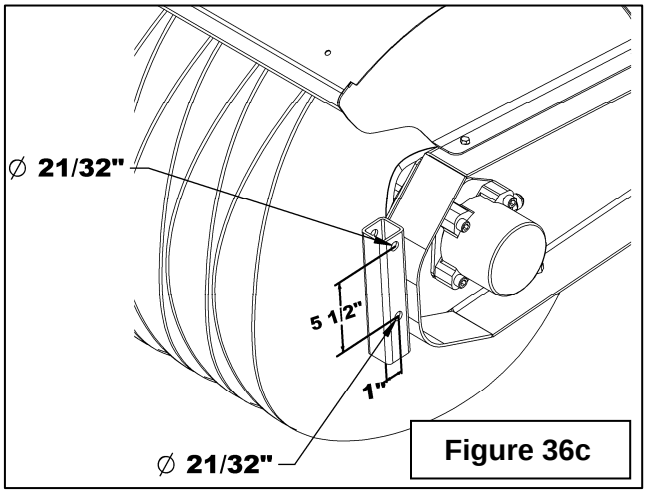

Figure 36c
4. **Figure 36c:** If the parking stand tube only has one hole, drill the existing hole to a 21/32" diameter and drill the second Ø21/32" hole at 5 1/2" from the center and 1" from the edge of the tube as illustrated.